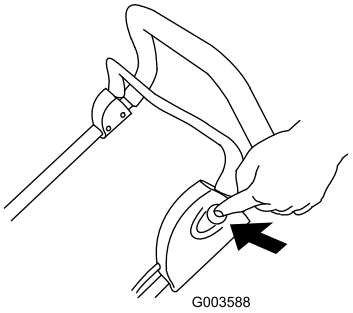

Figur 15
3. Tryck in knappen på handtagets vänstra sida och håll den intryckt (Figur 15).